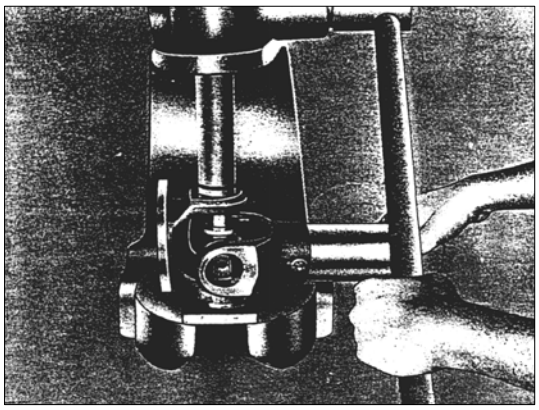

РИС. 265
3) Установите вал на подходящей опоре и выньте наружное кольцо подшипника, используя наставку подходящего диаметра (см. рис. 265).
4) Переверните вилку карданного вала обратной стороной на опоре и снимите другое наружное кольцо подшипника (см. рис. 265).